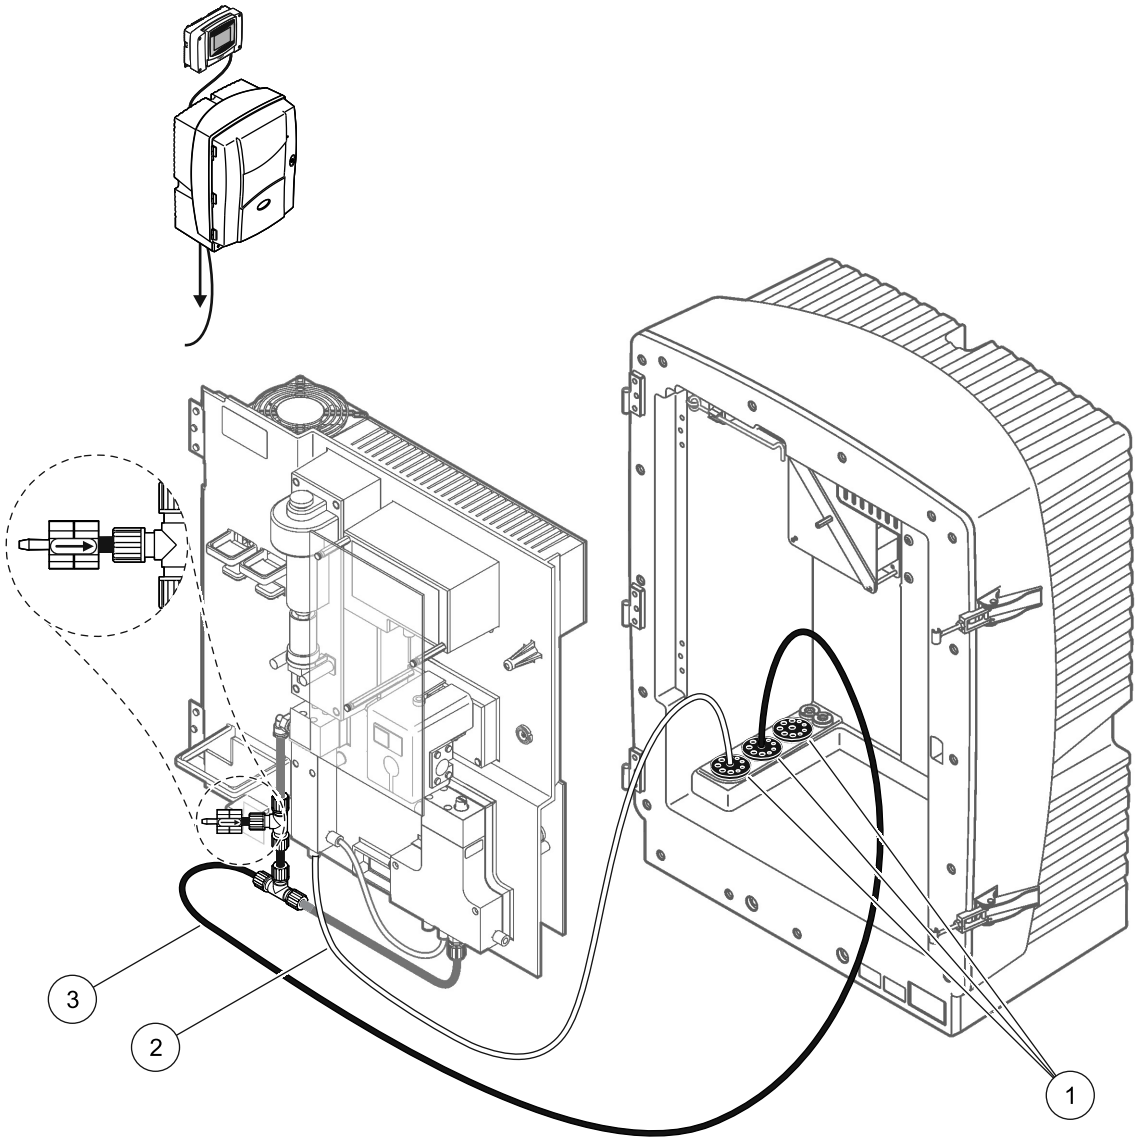

图 38 选项 10a 设置
请参考图 38 以及选项 10a 的以下说明：
2. 通过分析仪从取样准备设备引出取样管 （图 38，项目 2）。使用 3 号密封塞加固。